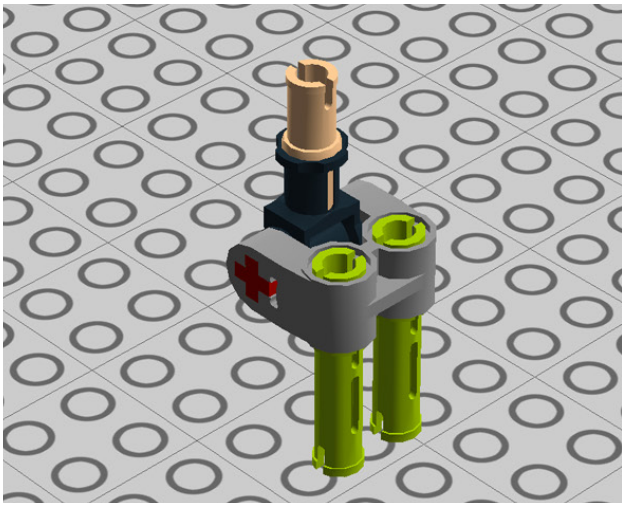

Figure 1-23. *Step 19: Adding connector pegs*
19. Add two 3M connector pegs (see Figure 1-23).